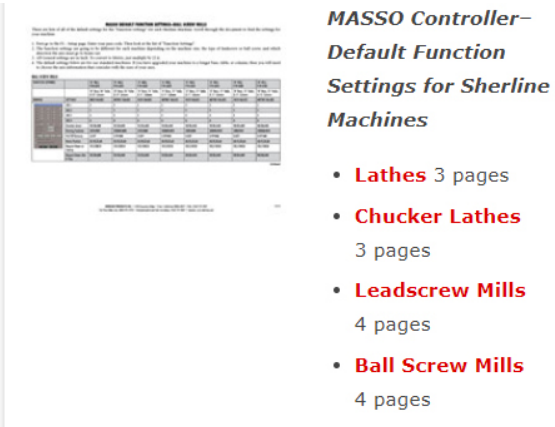

FIGURE 1—Detail of the Sherline/MASSO Help page.
1. When you go to the MASSO Help page, scroll down to "*MASSO Controller-Default Function Settings for Sherline Machines*" (see Figure 1). Then click on the type of machine that you have.